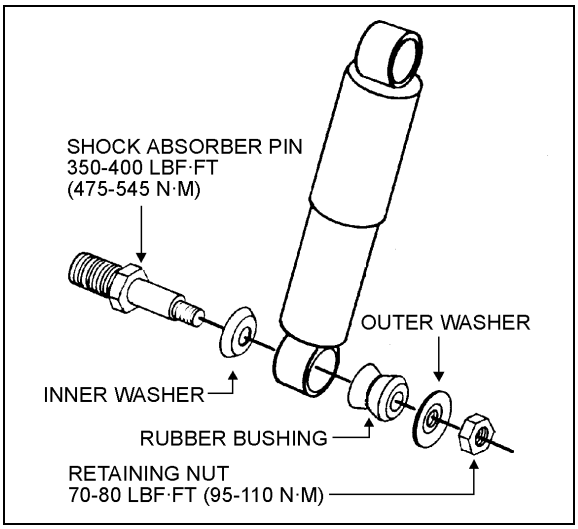

FIGURE 7: SHOCK ABSORBER 16008
1. Remove nuts and washers from shock absorbers on upper and lower mounting pins, taking care to identify the inner and outer washers to ease reinstallation. Refer to figure 7 for details.